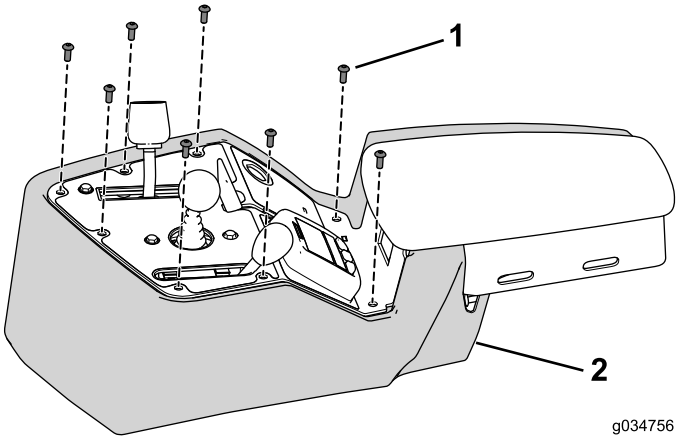

Rysunek 31
1. Używając wcześniej odkręconych 8 śrub, zamocuj pokrywę konsoli do zespołu konsoli (Rysunek 31).